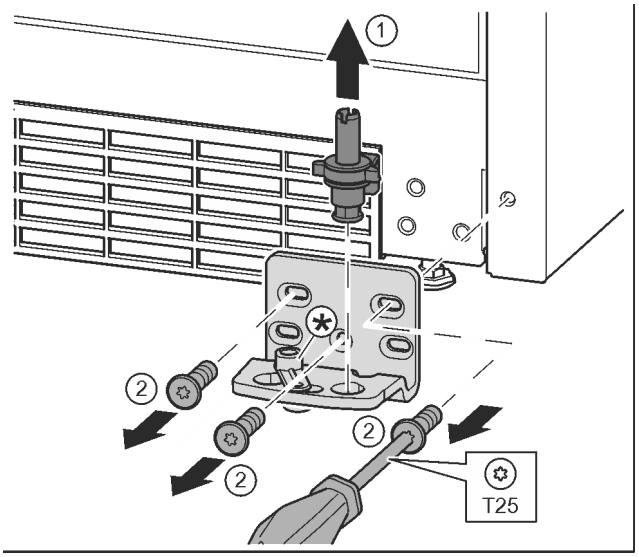

Fig. 16
▶ Extraiga el perno de cojinete completo hacia arriba. *Fig. 16 (1)*
▶ Desenrosque los tornillos con el destornillador T25 y retire el soporte de cojinete *Fig. 16 (2)*